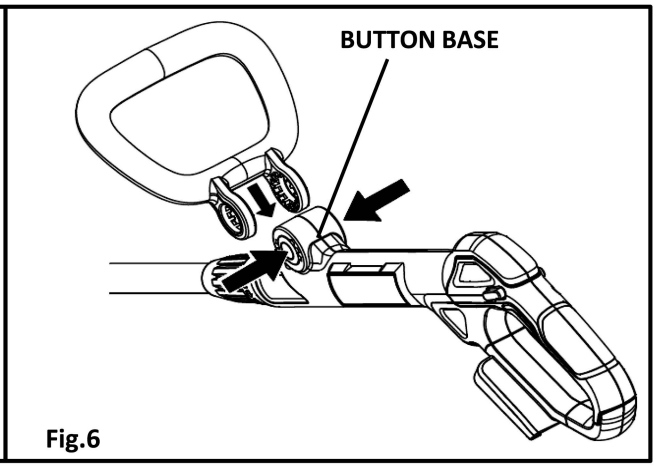

Fig.6
2. Install the front handle onto the button base.(See Fig.6)